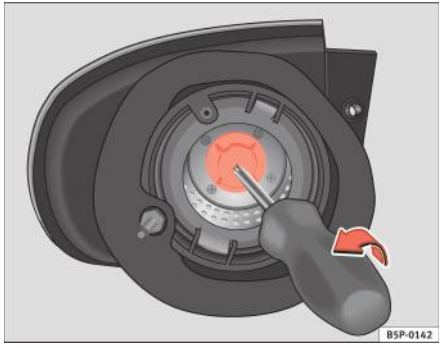

Fig. 193 Lampa de semnalizare a schimbării direcției.
– Trageți suportul becului din lampa de semnalizare a schimbării direcției cu o şurubelniță, în direcția săgeții ⇒ fig. 193.